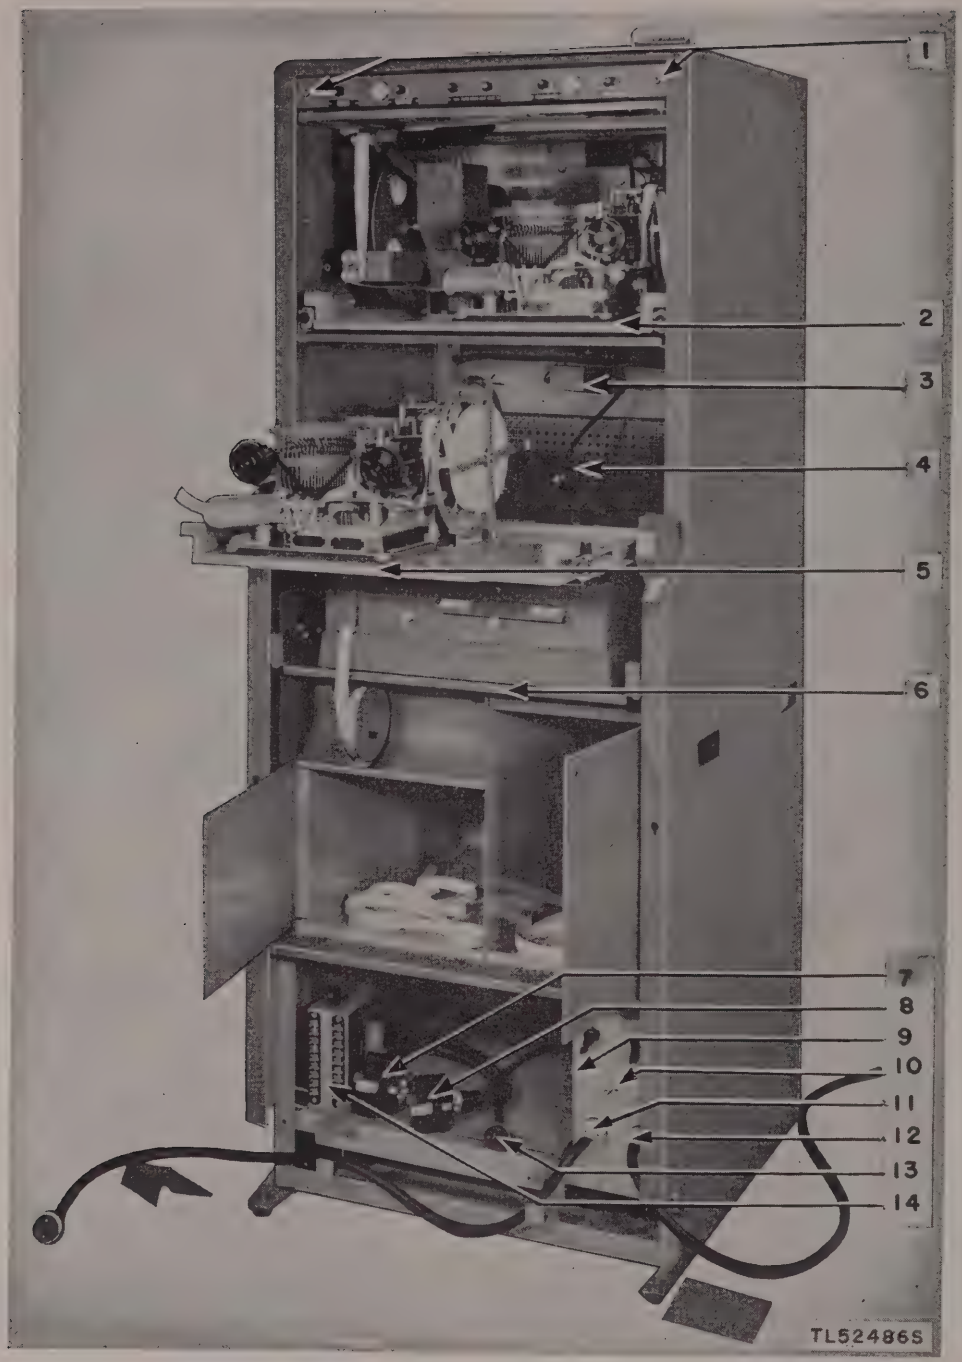
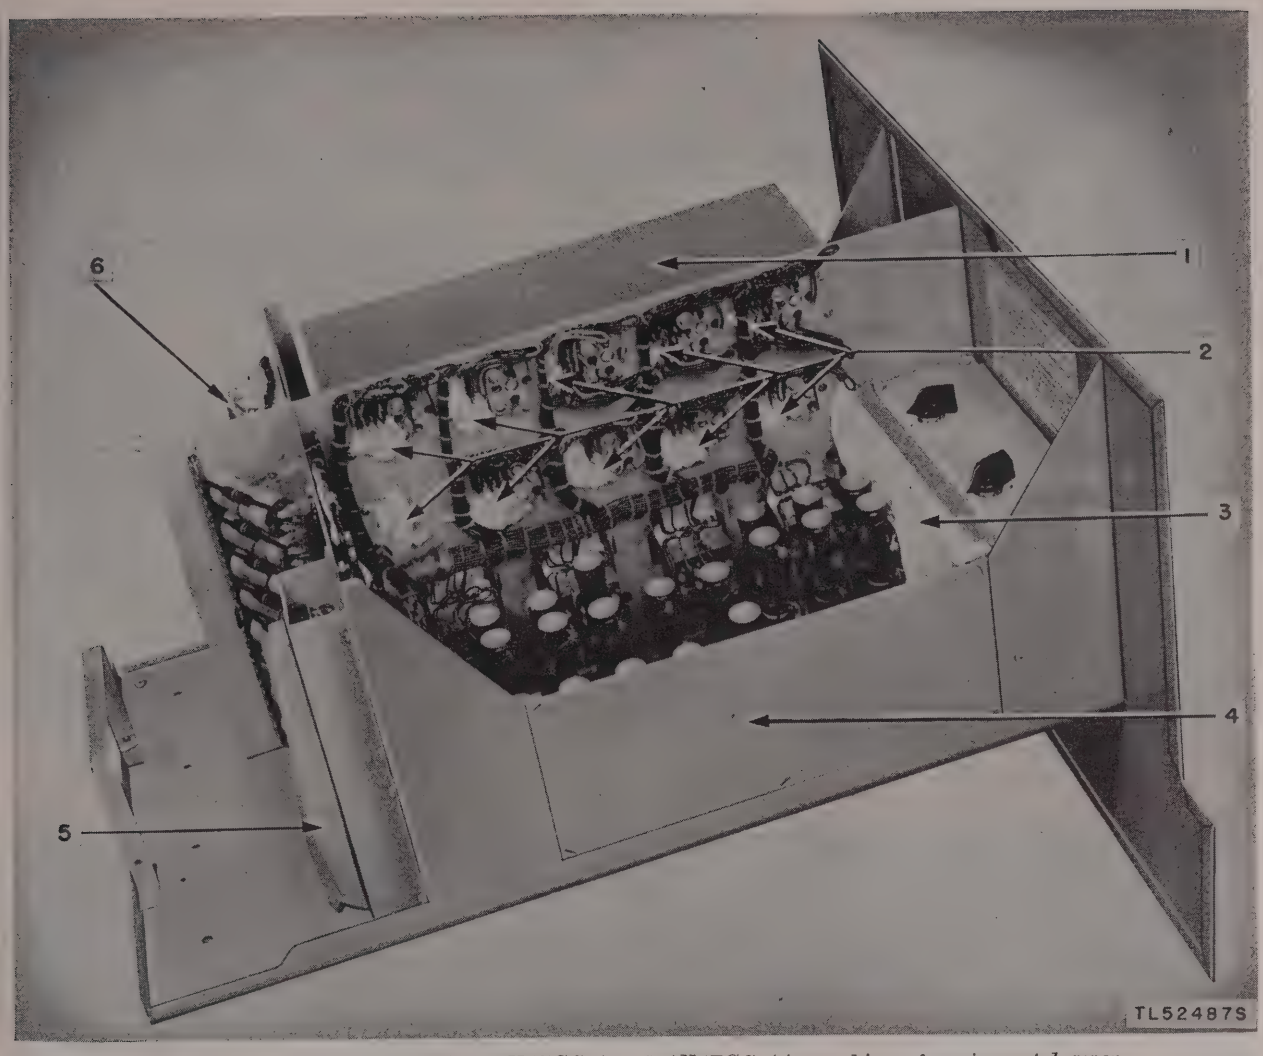

Figure 37. Teletypewriter Sets AN/TGC–1 and AN/TGC–1A, partially disassembled.
Figure 38. Teletypewriter Sets AN/TGC–1 and AN/TGC–1A, masking of equipment drawer.
(1) Disconnect the power cord (fig. 37 (12)). If more than one unit is being used, disconnect the power cord to the other unit (fig. 37 (11)).
(2) Remove all tape reels and tape from the equipment.
(3) Pull the equipment drawer out and disconnect all cables and connections. Remove the four WECo 255A polar relays. Polar relays are not to be treated.
(4) Remove the side panel of the power cabinet (fig. 37 (9)).
(5) Pull out the sliding shelf for the multiple transmitter distributor (fig. 37 (6)), disconnect the 8-pin plug and the power plug, and lift the multiple transmitter distributor from the shelf.
(6) Pull out the sliding shelf for the lower typing reperforator (fig. 37 (5)). Disconnect the motor and signal plugs (fig. 37 (3)) and lift the reperforator from the shelf.
(7) Disconnect the input and output plugs of the rectifier (fig. 37 (4)) and lift the rectifier from its shelf.
(8) Pull out the sliding shelf for the upper typing reperforator (fig. 37 (2)). Disconnect the motor and signal plugs and lift the reperforator from the shelf.
(9) Remove the two screws (fig. 37 (1)) that hold the signal indicator panel in place.
(10) Pull the signal indicator panel out and remove the 27-pin plug.
(11) Remove from the console all rubber-covered cables that are not permanently attached. These cables are not to be processed.
(12) Remove all screws holding the covers of the multiple transmitter distributor and take off the covers.
(13) On all cables of more than six wires on the equipment drawer, typing reperforators, and multiple transmitter distributor, cut the lacing and separate the wires to obtain sufficient penetration of varnish when applying with a brush.
(14) Remove the side panel of the equipment drawer (fig. 38 (4)) to facilitate spraying of wiring and component parts.
(15) Do *not* remove the relay cover in the equipment drawer (fig. 38 (1)) until the spraying process is completed. Work in the relay compartment is to be done with a brush.
(16) Remove the cover of the rectifier chassis.
(1) Mask all rubber-covered cables that cannot be removed from the console.
(2) Be sure that the screws on the terminal strips (fig. 37 (14)) are tight.
(3) Mask the ball joint of the main power switch (fig. 37 (10)) on the front of the power cabinet.
(4) Mask the two cord receptacles (fig. 37 (11) and (12)).
(5) Mask the pin sockets of the Jones plugs (fig. 37 (7) and (8)).
(6) Mask the pin socket of the plug (fig. 37 (13)).
(7) Mask the terminal strips (fig. 38 (5)) and the fuse block (fig. 38 (6)) in the equipment drawer.
(8) Mask all openings in the chassis around the relay soldering lugs in the equipment drawer (fig. 38 (2)).
(9) Mask the opening under the control panel in the equipment drawer (fig. 38 (3)).
(5) Apply varnish immediately after the equipment is dried. If varnish is not applied immediately, moisture condenses on the equipment. Varnish applied over the moisture peels off readily after the varnish has dried.
(6) After the spraying process has been completed and the varnish has dried, apply one coat of varnish with a brush to all cabled wires.
(7) With a brush, apply two coats of varnish to all wires except rubber-covered wires. Remove the relay cover (fig. 38 (1)) and apply two brush coats of varnish to all wiring and relay coils.